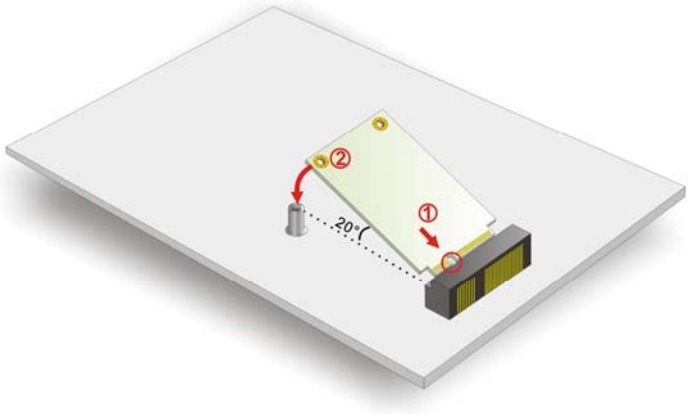

Figure 3-4: Inserting the PCIe Mini Card into the Socket
Step 3: **Insert into the socket at an angle**. Line up the notch on the card with the notch on the connector. Slide the PCIe Mini card into the socket at an angle of about 20º (**Figure 3-4**).